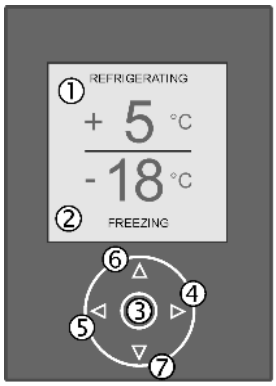

Fig. 3
- **To move the cursor up:** Press Up button *Fig. 3 (6)*.
- **To move the cursor down:** Press Down button *Fig. 3 (7)*.
- **To move the cursor to the left:** Press left button *Fig. 3 (5)*.
- **To move the cursor to the right:** Press right button *Fig. 3 (4)*.
- **To page forwards:** Press right button *Fig. 3 (4)*.
- **To page back:** Press left button *Fig. 3 (5)*.
- **To confirm selection:** Press OK button *Fig. 3 (3)*.
- **To quit menu:** Press left button *Fig. 3 (5)*.